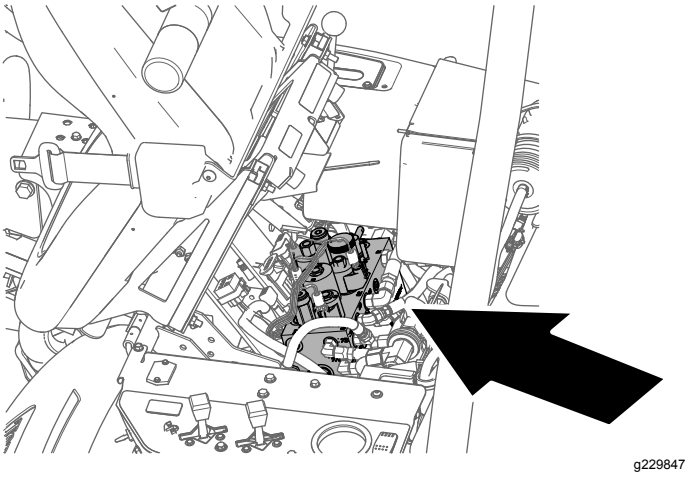

Figure 64
2. Tilt the operator's seat forward and support it with the prop rod (Figure 64).